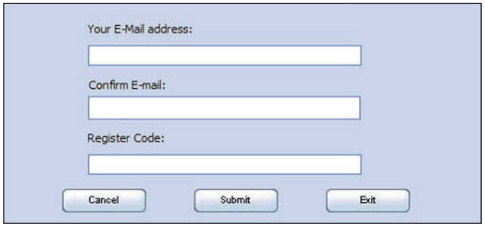

Figure 2
2. Launch the program when installed, a screen similar to Figure 2 will appear:
3. In Figure 1, type in the Product Serial Number located at the back of the tool, and click Update to jump to the registration page. Enter the following information and click Submit (refer to Figure 2).